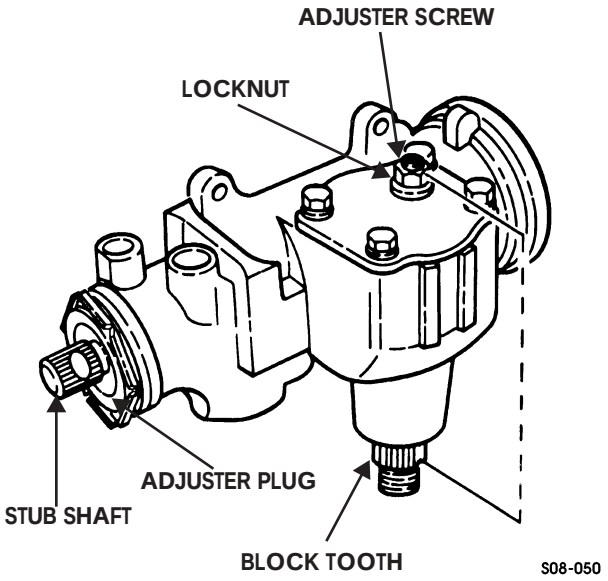

Figure 8-61: Stub Shaft
8. Turn stub shaft clockwise to stop, then back one-quarter turn (Figure 8-61).